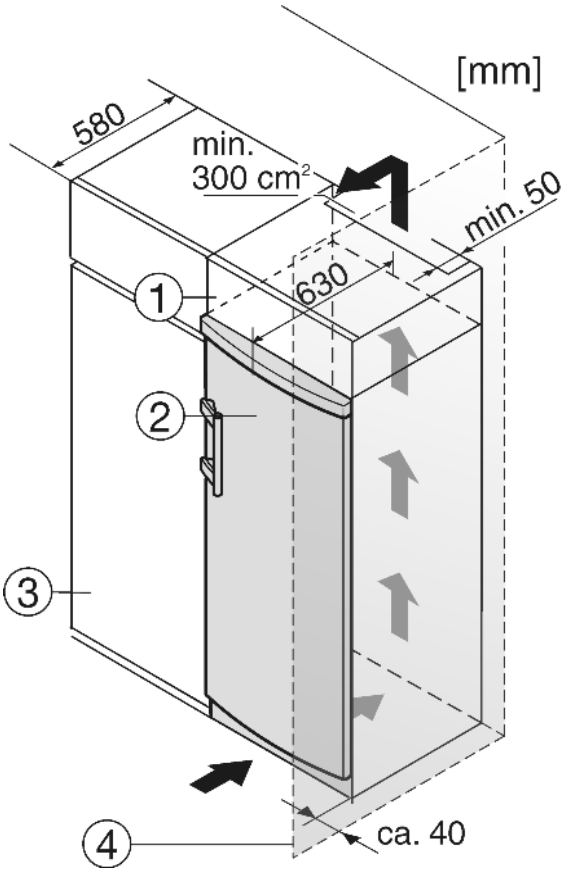

Fig. 8
(1) Stack cabinet
(2) Appliance
(3) Kitchen cabinet
(4) Wall
The appliance can be built into kitchen units. A top cupboard *Fig. 8 (2)* can be added above the appliance in order to bring the appliance *Fig. 8 (1)* up to the height of the fitted kitchen units.
When retrofitting with kitchen cabinets (max. depth 580 mm) the appliance can be installed directly next to the cabinet *Fig. 8 (3)*. The appliance door projects 34 mm from the front of the kitchen cabinet at the side and 50 mm at the centre of the appliance. This is so that it can be opened and closed easily.
If the appliance is installed with the hinges next to a wall *Fig. 8 (4)*, the distance between appliance and wall has to be at least 40 mm. This corresponds to the projection of the handle when the door is open.